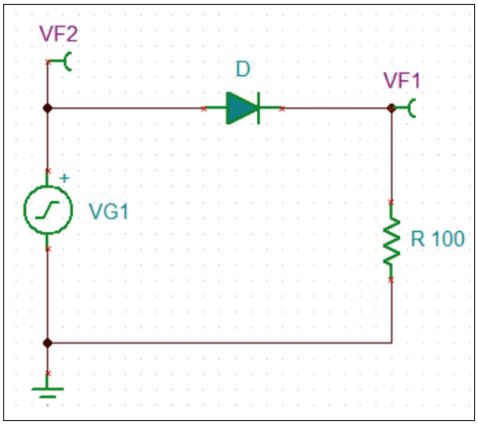

Figure 4.24 Circuit diagram.
- Start the TINA-TI simulator and draw the circuit shown in Figure 4.24.